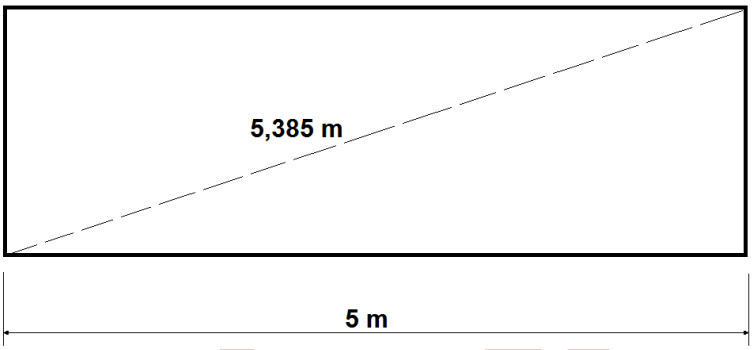

FIGUUR 1
1.2 FIGUUR 1 toon die vloerplan van 'n werkswinkel.